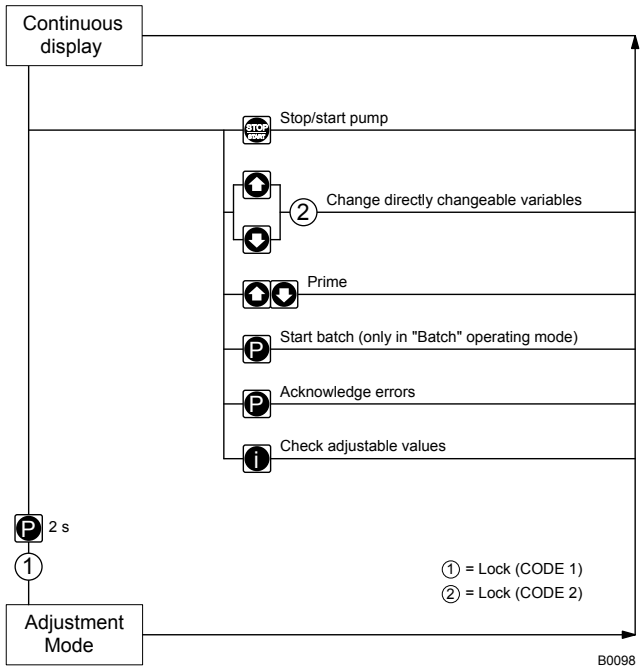

Fig. 39
- Select *‘CODE 1’*, to block Setting mode (① in Fig. 39). In the next menu option, enter the number you want to use as the code.
- Select *‘CODE 2’*, to block the option to adjust the directly changeable variables in the continuous displays (② in Fig. 39). In the next menu option, enter the number you want to use as the code.